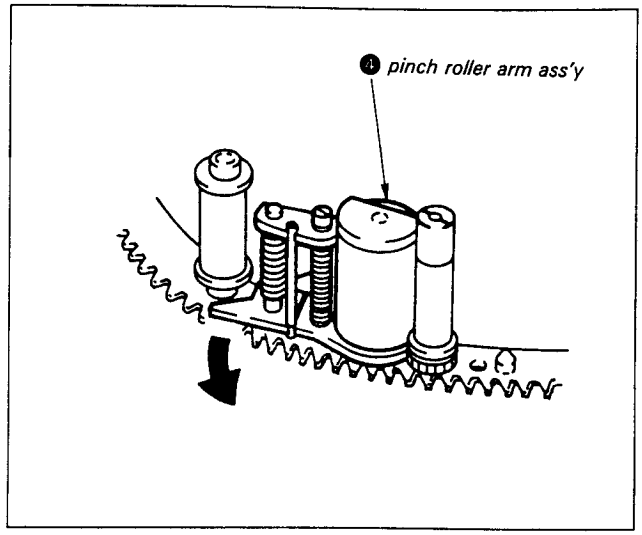

Fig. 7-16.
4) Rotate pinch roller arm assembly ❹ in the direction of arrow. (See Fig. 7-16.)